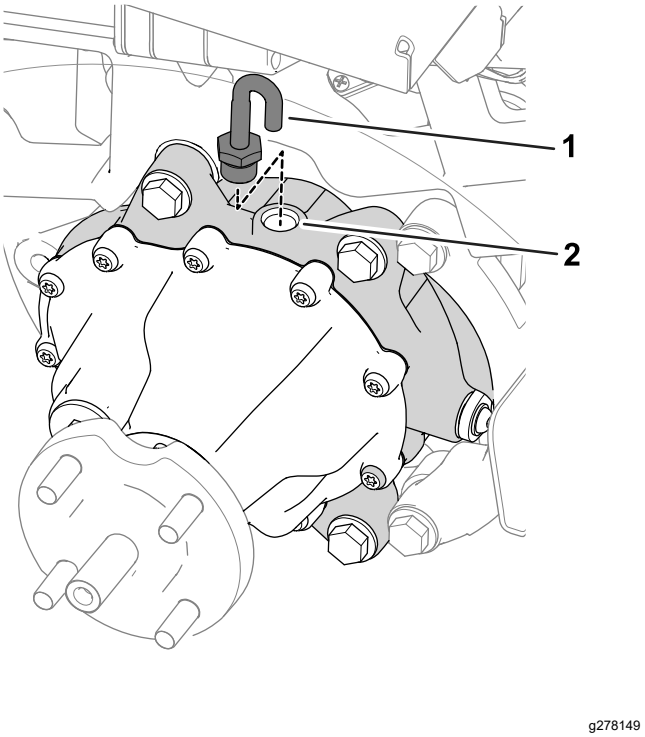

Figuur 59
7. Verwijder de ontluchtingsslang en fitting van de bovenkant van de tandwielkast (Figuur 59).
9. Monteer de ontluchtingsslang en fitting in de vulopening (Figuur 59).